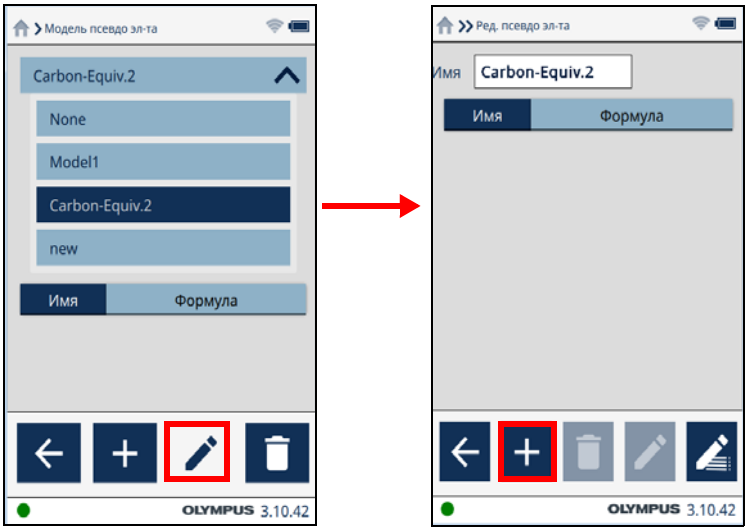

Рис. 2-49 Экран Модель псевдо эл-та (слева) и экран редактирования (справа)
2. Нажмите кнопку **Ред.** ( ) для отображения экрана **Ред. псевдо эл-т** (см. Рис. 2-49 на стр. 58).